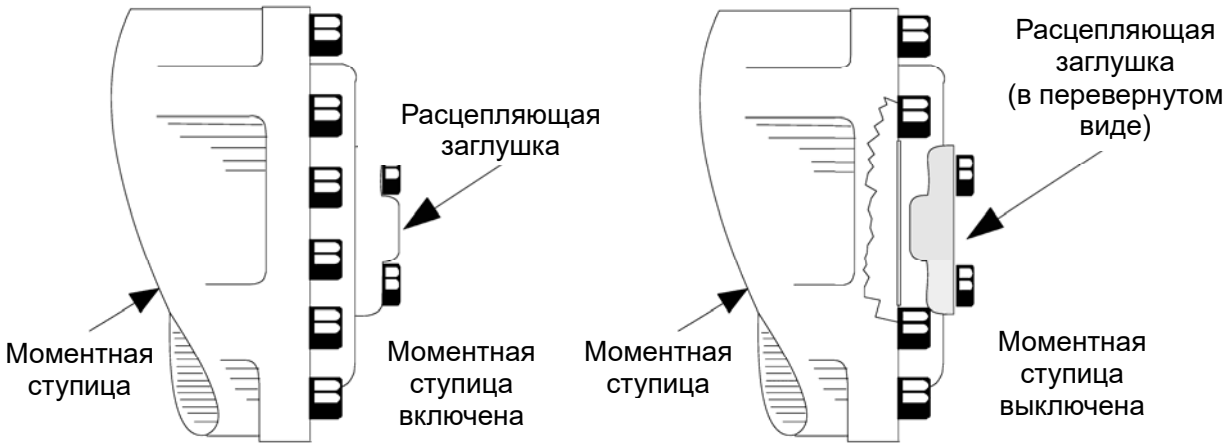

Рисунок 5-5 Выключение моментной ступицы
2) Выключить моментные ступицы, перевернув расцепляющие заглушки. (См. Рисунок 5-5) По завершении буксировки машины выполнить следующие действия:
3) Включить моментные ступицы, вернув расцепляющие заглушки в исходное положение. (См. Рисунок 5-5)